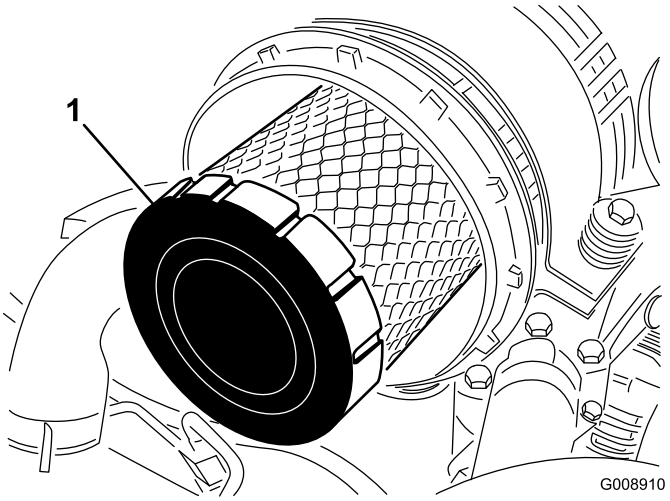

Figur 46
4. Ta bort och byt ut huvudfiltret (Figur 46).